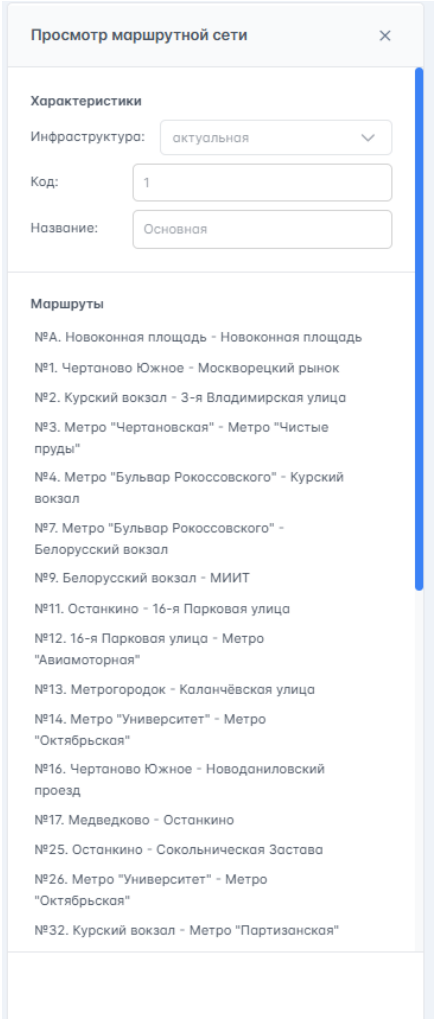

Рисунок 30 – Просмотр МС
2. В таблице данных блока МС текущей инфраструктуры в столбце "Опции" для МС, по которой уже создан проект расписания, нажать на ✎, произойдёт переход на страницу "Маршрутная сеть" и справа от таблицы данных откроется окно просмотра МС (рисунок 30).